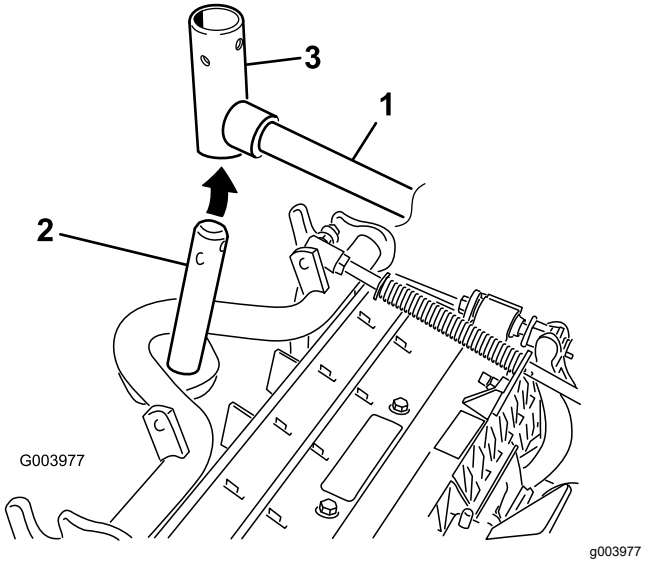

Rysunek 11
8. Wsuń przednie zespoły tnące pod ramię podnoszące, jednocześnie umieszczając drążek ramy w jarzmie przegubu ramienia podnoszącego (Rysunek 11).
B. Nałóż jarzmo ramienia podnoszącego na drążek ramy (Rysunek 11).